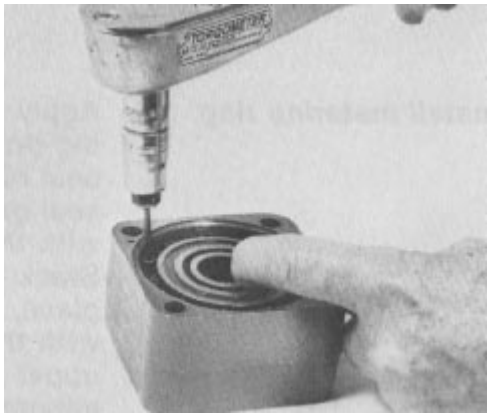

Figure 83
21. Reverse the metering ring and metering package as a unit on a flat surface. Push down on the metering package until the drive plate is on the flat surface. Be sure the cap screws are loose enough to allow the commutator ring and drive plate to align themselves concentrically in the metering ring bore. Gradually tighten the eleven cap screws, following the sequence shown in Figure 83 at least twice until a final torque of 11 - 13 in-lb (1.24 - 1.47 Nm) is reached (Fig. 83 and 84). Remove the metering package and shims from the metering ring. Discard the shims.